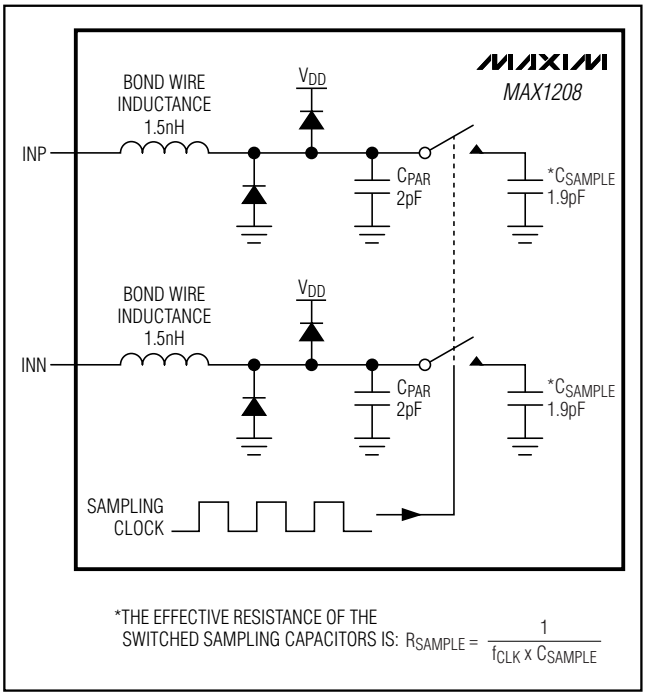
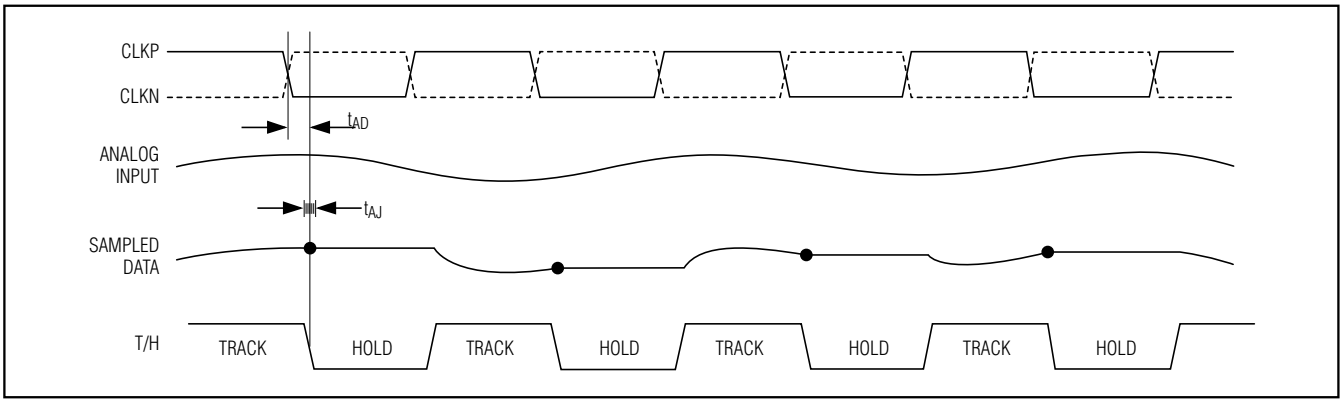

Figure 3. Simplified Input Track-and-Hold Circuit
Figure 4. T/H Aperture Timing
Figure 3 displays a simplified functional diagram of the input T/H circuit. This input T/H circuit allows for high analog input frequencies up to 70MHz and supports a common-mode input voltage of V_{DD} / 2 ±0.5V.
The MAX1208 sampling clock controls the ADC's switched-capacitor T/H architecture (Figure 3), allowing the analog input signal to be stored as charge on the sampling capacitors. These switches are closed (track) when the sampling clock is high and open (hold) when the sampling clock is low (Figure 4). The analog input signal source must be capable of providing the dynamic current necessary to charge and discharge the sampling capacitors. To avoid signal degradation, these
- INP, INN analog inputs are disconnected from the internal input amplifier (Figure 3).